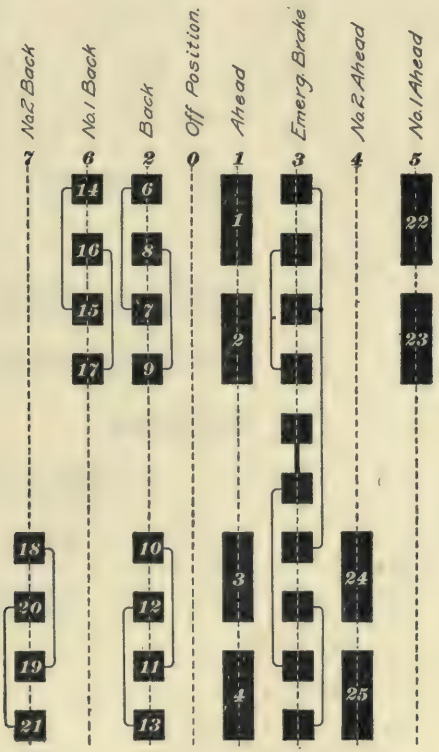

FIG. 16.
**20. Combination Cut-Out, Reverse Switch, and Emergency Brake.**—Fig. 16 shows the combination cut-out, reverse switch, and emergency-brake switch used on